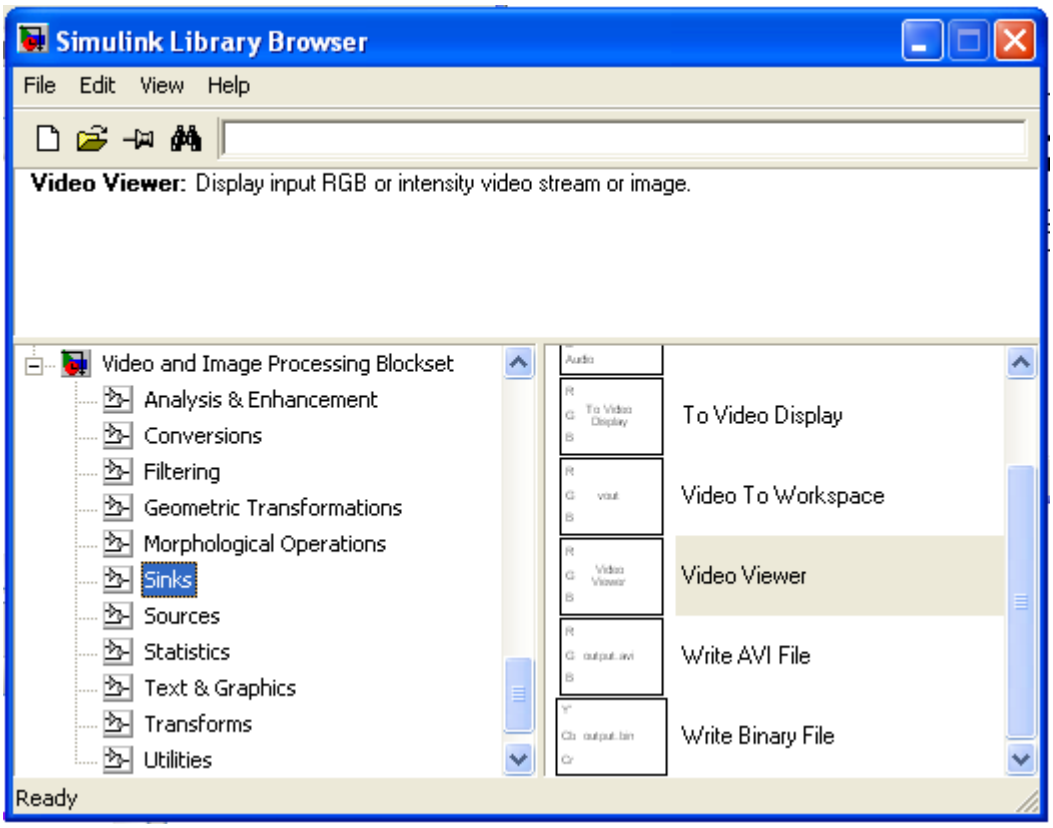

Figure 8: The Video Viewer Block
4. In order to display the picture the "Video Viewer" from the "Sinks" group of the Video and Image Processing Blockset (Please refer to Figure 8). This block displays an input RGB or intensity video stream or image. The edge detection block operates on intensity images.